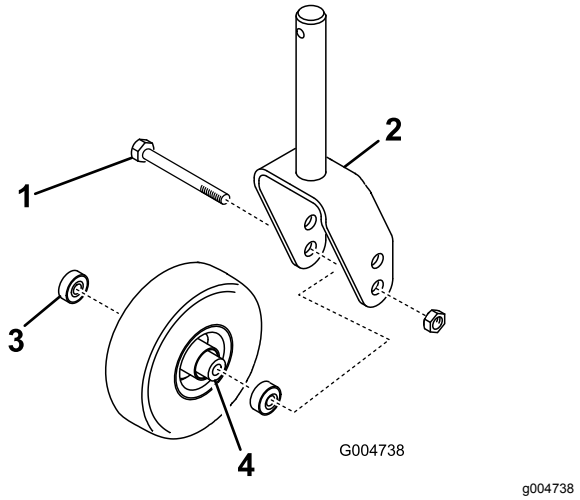
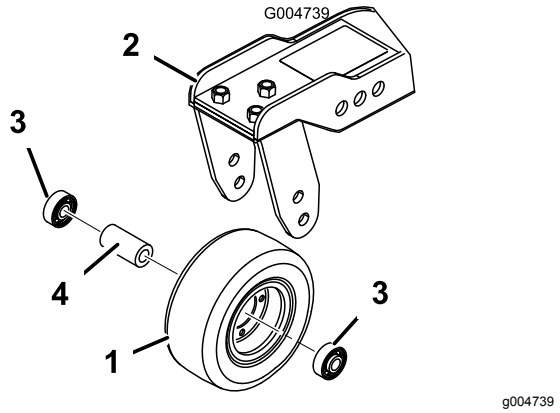

**Figuur 107**
**Figuur 108**
1. Verwijder de borgmoer van de bout waarmee het zwenkwiel is bevestigd in de zwenkwielvork (Figuur 107) of in de draaiarm van het zwenkwiel (Figuur 108).
2. Verwijder het lager uit de wielnaaf en laat het lager eruit vallen (Figuur 107 en Figuur 108).